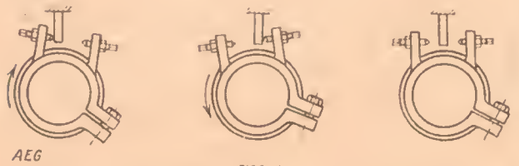

Abb. 1
3. Die richtige Bürstenstellung findet man durch ein langsames Verschieben der Bürstenbrille. Markierung der Bürstenbrille beachten. Siehe Abb. 1. (Die Pfeile zeigen die Drehrichtung an.)